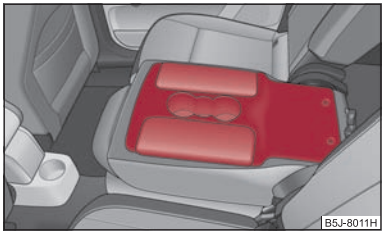

Fig. 56 Rear seats: Armrest
- The middle seat backrest can be folded ⇒ page 60, "Folding seats forwards" forwards and used as armrest or table with cup holder ⇒ fig. 56.